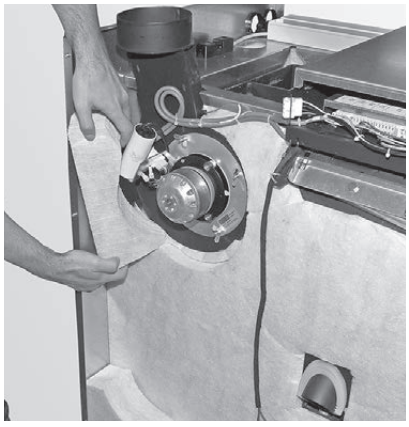

Fig. 32 Rimuovere l'isolamento sul ventilatore gas combusti
- ▶ Rimuovere l'isolamento intorno al ventilatore gas combusti – Fig. 32.